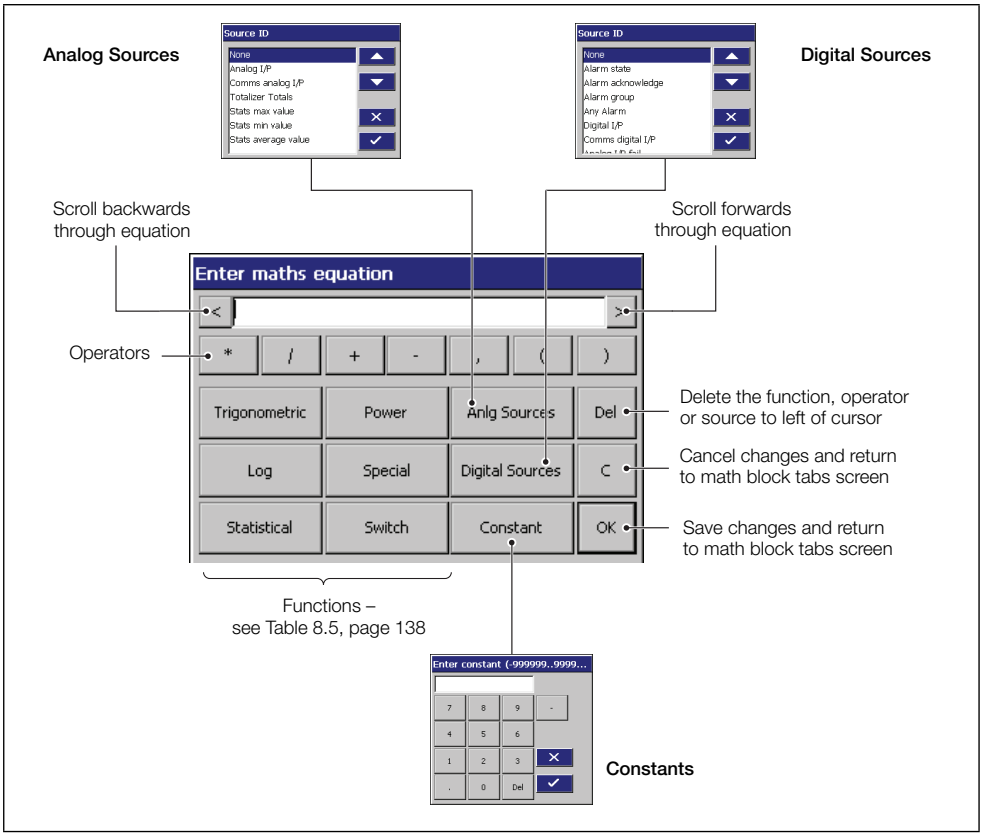

Fig. 8.21 Math pad
- Up to 24 math equations can be configured individually using the math pad – see see Fig. 8.21, page 139.
Equation If **Block Type** is set to *Equation Editor*, create an equation using the math pad – see Fig. 8.21, page 139.